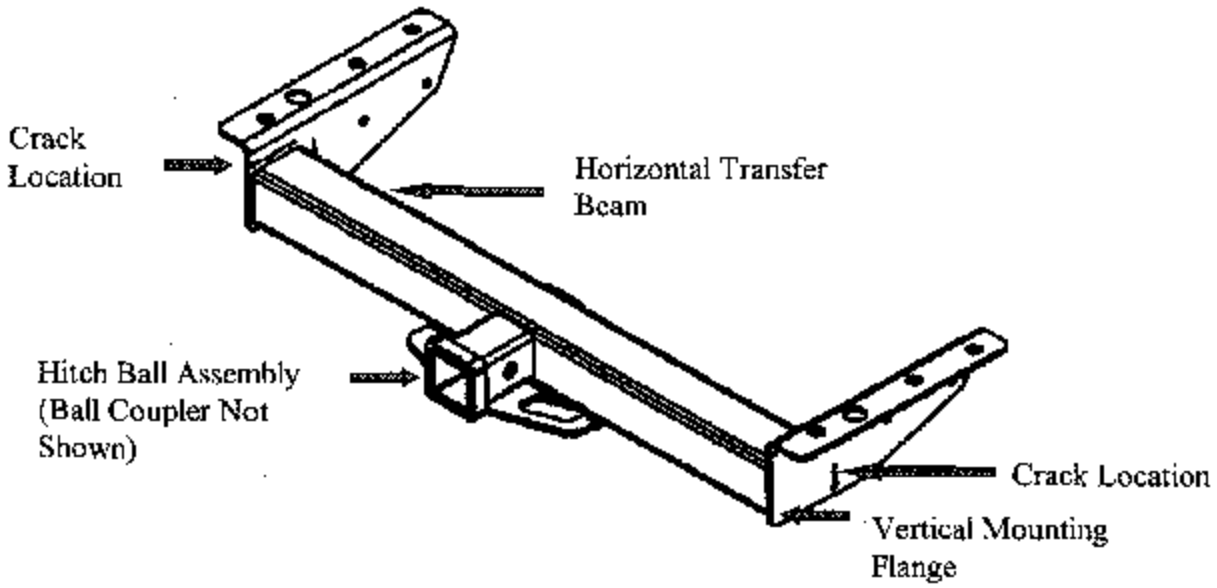

Figure 1. Typical Class III/IV towing Hitch Receiver
Figure 1 shows a diagram of a typical frame mounted Class III/IV type hitch receiver. There are three basic sections that make up a hitch receiver: (1) the hitch bar and ball assembly that connects the trailer to the tow vehicle, (2) the horizontal box transfer beam and (3) the vertical mounting flanges for attachment to the vehicle frame. Note that the diagram also shows the typical crack patterns found as reported by the petitioner.